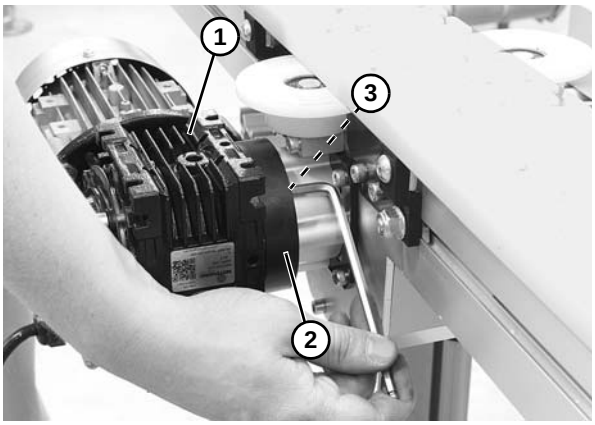

Figure 33
10. Install drive package **(Figure 33, item 1)** to drive motor mounting bracket **(Figure 33, item 2)** using four socket head screws **(Figure 33, item 3)**.